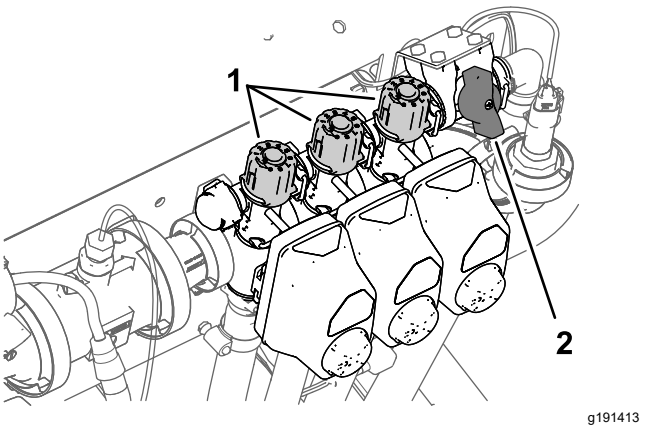

Figura 32
2. Desligue o interruptor da secção esquerda e ajuste o manípulo de distribuição da secção (Figura 32) até que a leitura da taxa se encontre no nível anterior de acordo com a tabela.
4. Ajuste o manípulo de distribuição da secção direita (Figura 32) até que a leitura da taxa se encontre no nível anterior de acordo com a tabela.
6. Ajuste o manípulo de distribuição da secção central (Figura 32) até que a leitura da taxa se encontre no nível anterior de acordo com a tabela.